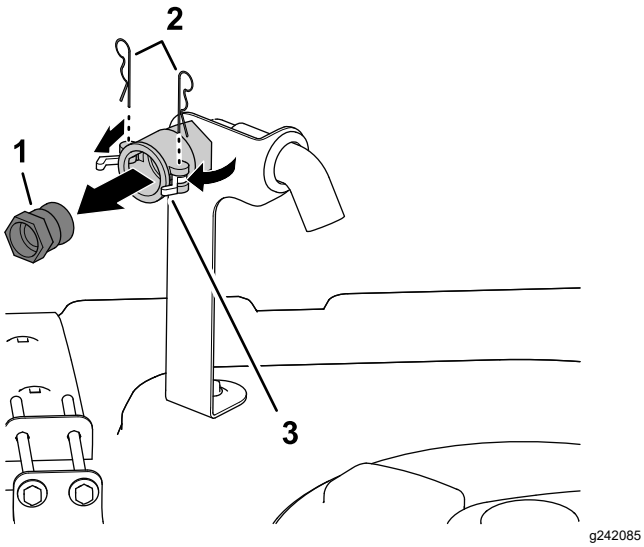

Figura 3
1. En el lado delantero derecho de la tapa del depósito, retire las 2 chavetas que sujetan los cierres del acoplamiento rápido del dispositivo de llenado antisifónico (Figura 3).
2. Gire los clips para liberar el acoplamiento rápido macho del acoplamiento rápido hembra (Figura 3).
3. Retire el acoplamiento rápido macho del acoplamiento rápido hembra (Figura 3).
4. Cierre los clips y coloque las chavetas en las bridas del acoplamiento rápido hembra (Figura 3).